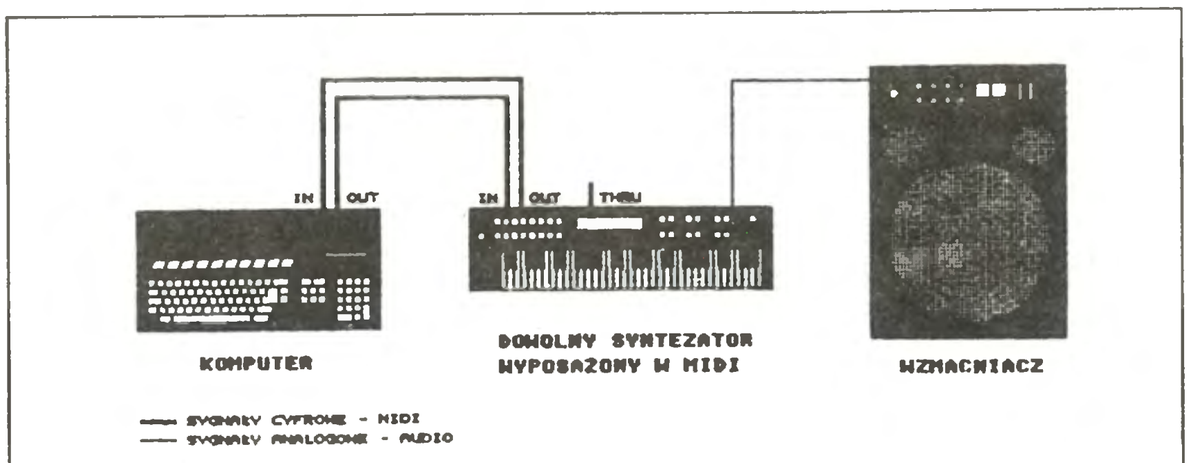

Rys.2 Najprostszy system MIDI wykorzystujący komputer
Najprostszy system MIDI oparty o komputer przedstawiony został na rys.2. Wszelkie dane wysyłane podczas gry przez instrument są zapamiętywane w komputerze (łącznie z zależnościami czasowymi). Tam też następuje ich obróbka, a następnie odtworzenie (gdy chcemy jeszcze tego słuchać) na syntezatorze. Przypomnijmy raz jeszcze: przesyłane są informacje o dźwiękach, a zatem poprzedni problem zmiany instrumentu np. z trąbki na saksofon sprowadza się do przełączenia barwy w instrumencie. Można się krzywić, że to jednak nie jest dźwięk naturalny, ale... współczesne instrumenty tzw. samplery działają na zakodowanych cyfrowo próbkach brzmień naturalnych, ich dźwięk jest więc nie do odróżnienia od rzeczywistych instrumentów. Powróćmy jednak do naszego systemu MIDI. Idea pracy z komputerem jest następująca: wersję wstępną utworu gramy na żywo nie przejmując się błędami. Następnie szlifujemy ją "do połysku" w komputerze. Wyrównujemy dźwięki, dodajemy brakujące, kasujemy niepotrzebne, dźwięki fałszywe zamieniamy na dobre itd. W skrajnym przypadku cały uwór możemy zrobić "na piechotę" bez dotykania intrumentu, ale nie radzę, jeśli chcemy zachować równowagę psychiczną. Wersję ostateczną utworu zapisujemy na dysku (postać cyfrowa – informacje o utworze), a także np. na kasecie magnetofonowej w formie nadającej się do zaakceptowania przez istoty ludzkie. W zależności od programu mamy do dyspozycji teoretycznie od kilku (8) do kilkudziesięciu (64) "śladów magnetofonowych". W